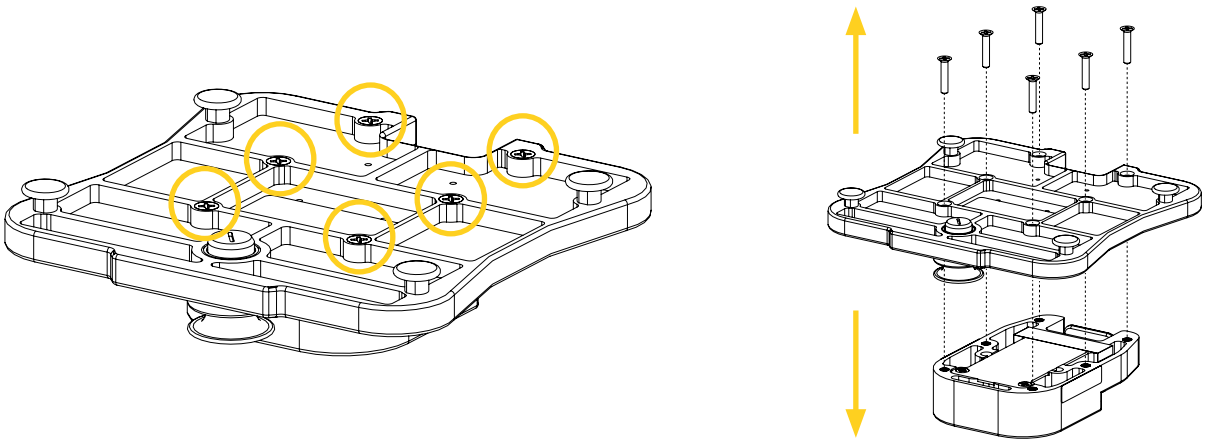

Figure 25: Removing the Micro Base
1. Unscrew the 6 screws located under the adaptive plate of the Q-Protrak to remove the Micro Base using a Phillips-head screwdriver #2 and set aside the screws momentarily (Figure 25). The Micro Base **will not be reused.** Refer to your established internal protocols and the environmental laws that apply to your jurisdiction for the proper disposal of the part.